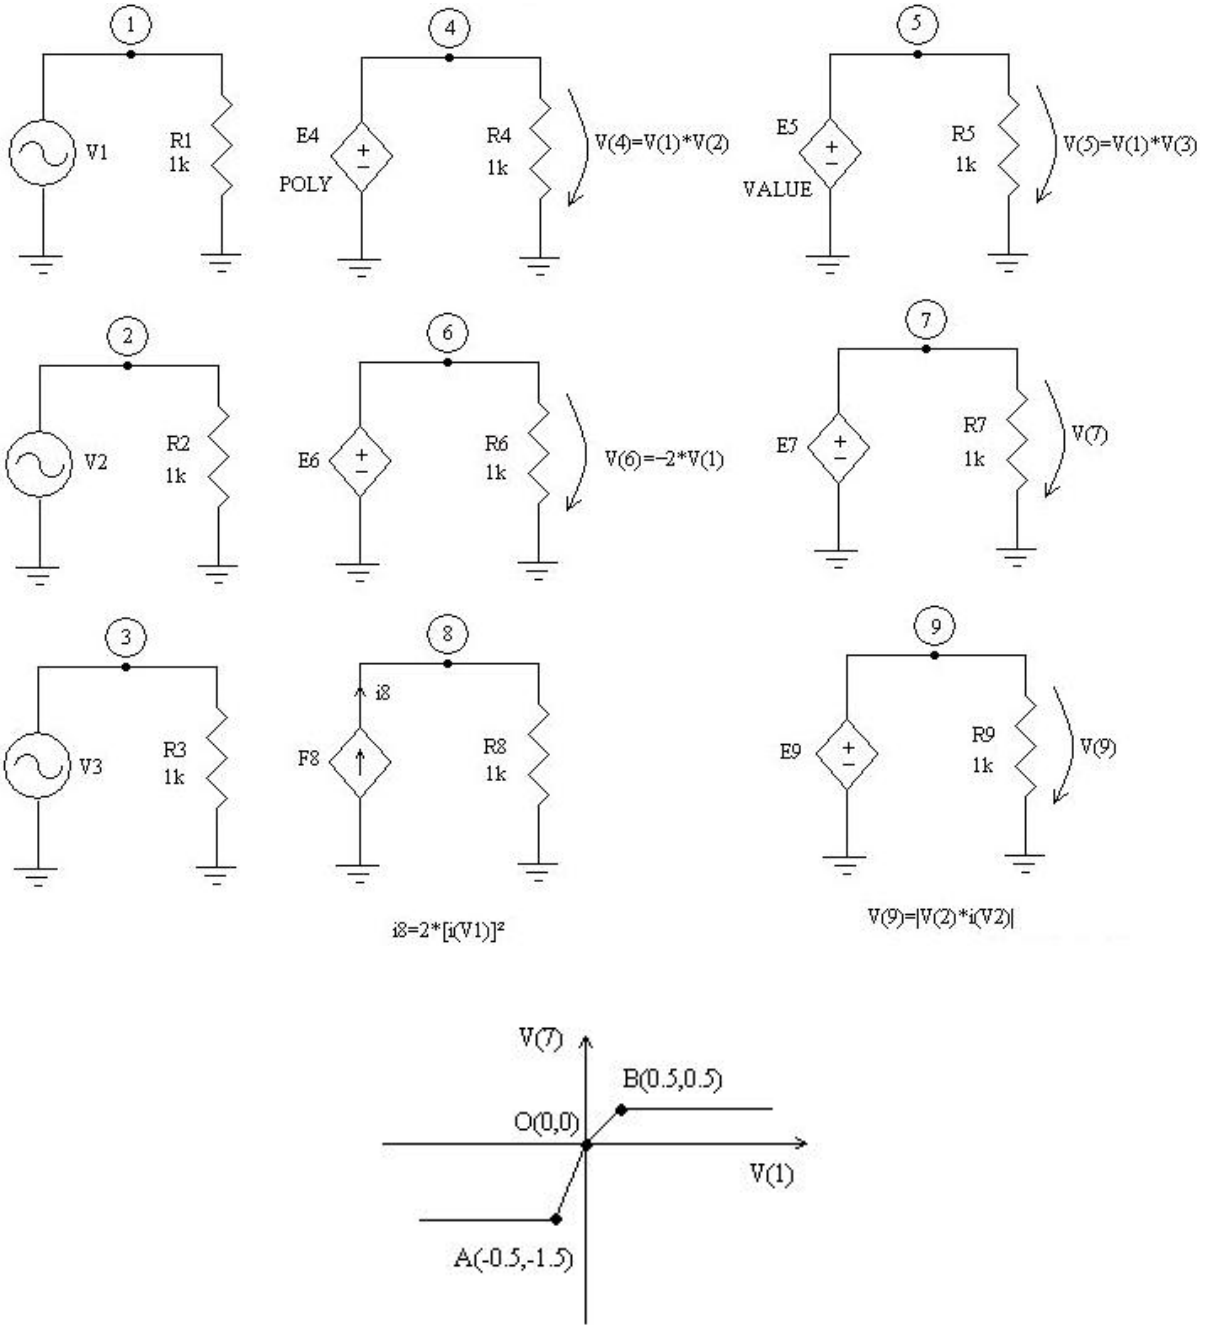

**Figura 1** – Circuitul cu surse comandate şi caracteristica de transfer a sursei E7.
– Tensiunea furnizată de sursa E7 depinde de sursa V1 după caracteristica din Figura 1;